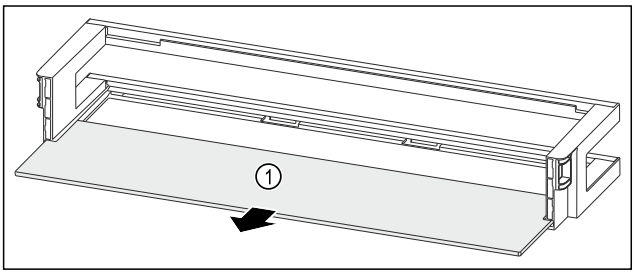

Fig. 247 Door rack with shelf
▶ Remove the shelf *Fig. 247 (1)*.